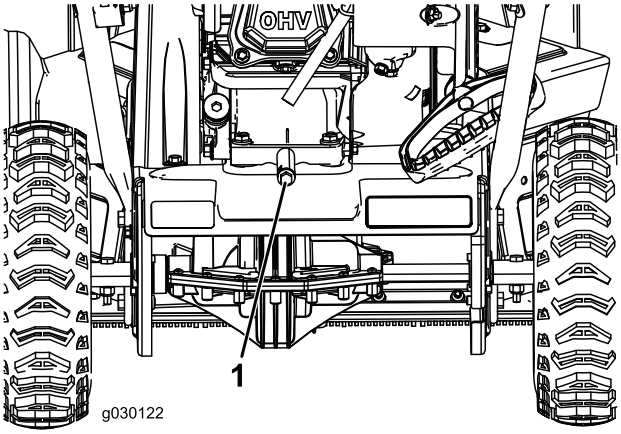

Figur 20
2. Placera ett kärl under oljepluggen och skruva sedan ur oljepluggen och luta maskinen bakåt innan du tömmer ut den använda oljan i kärlet (Figur 20).